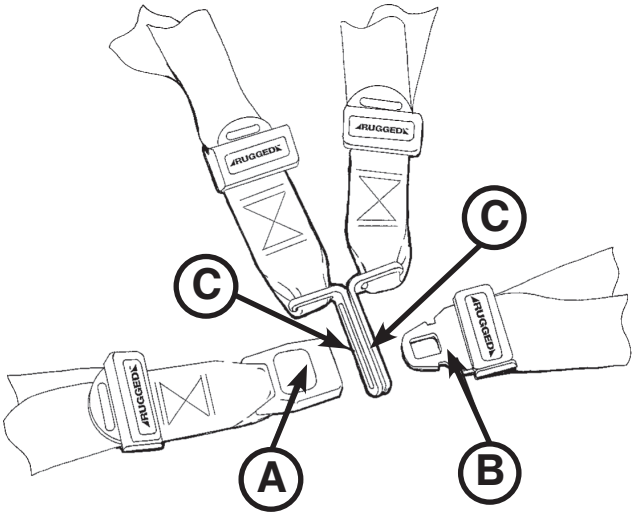

Figur 46
- **Släpp upp bältet** genom att trycka på den röda knappen (A) på framsidan av spännets lås. På så sätt frigörs spännets spärrplatta (B) som då kan dras ut ur låsmottagaren (Figur 46).